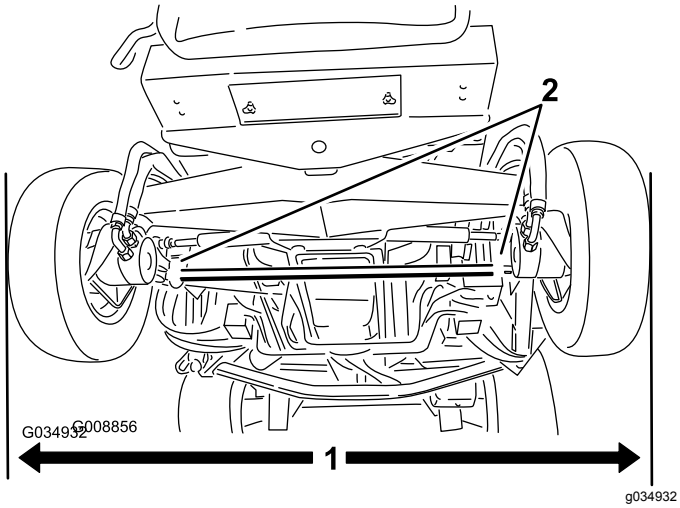

Figur 105
1. Ret bagdækkene ud i en lige position, mål den udvendige afstand (i akselhøjde) forrest og bagest på bagdækkene (Figur 105).
2. Juster spidsningen ved at løsne klemmerne i hver ende af forbindelsesstængerne (Figur 105).